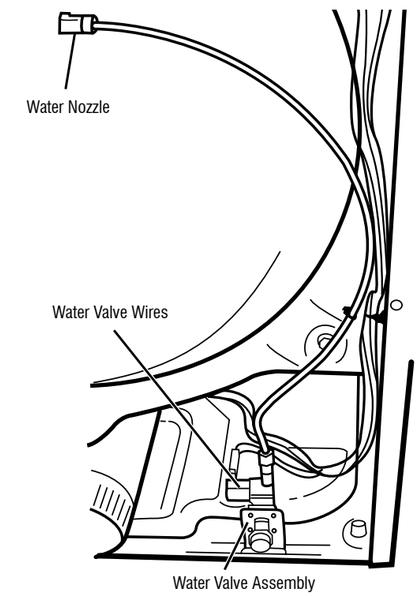

Figure 16 - Water System Components
- ➢ Check that the hose and wires are connected to the water valve assembly (see figure 16).